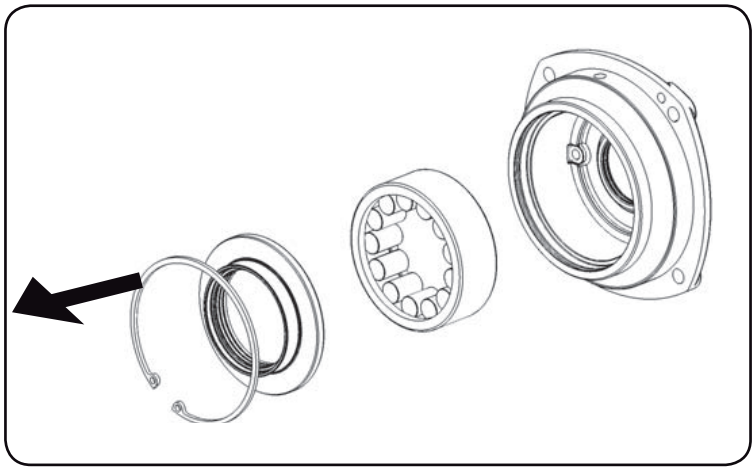

Rysunek 39
- Po dokonaniu nastawień po obu stronach, należy ponownie zamontować pokrywy za pomocą śrub i podkładek, zwracając szczególną uwagę na poprawne umiejscowienie uszczelnień w obudowie (Rysunek 39)